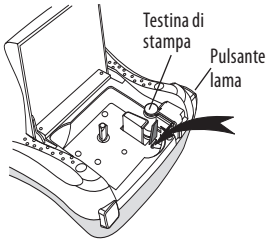

Figura 6
2. Tenere premuto il pulsante lama per esporre la lama. Vedere Figura 6.
3. Strofinare delicatamente il lato imbottito dello strumento lungo la testina di stampa. Vedere Figura 6.